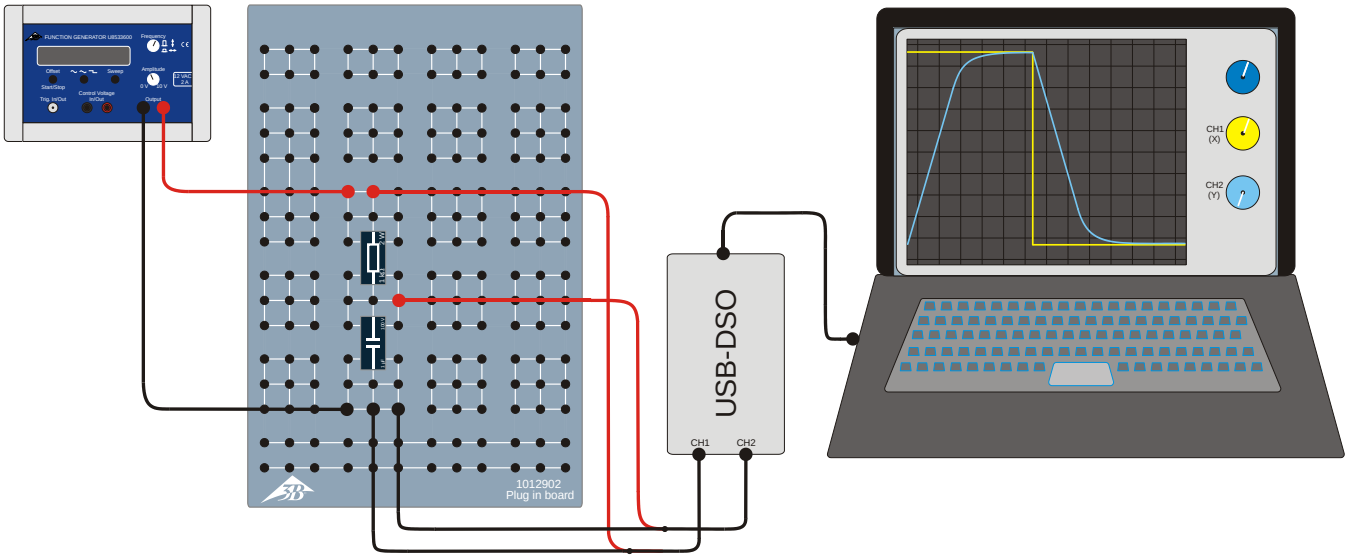

Fig. 2 : Schéma de disposition pour la mesure.
- Mettre en place le dispositif de mesure comme dans Fig. 2.
- Brancher résistance 1 kΩ et capacité 1 µF sur la plaque embrochable, comme schématisé dans Fig. 2 et 3.